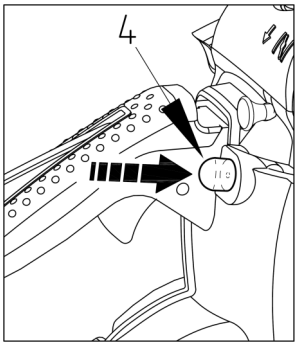

Рис. 6.3
5. Нажмите на грушу для предварительной подкачки топлива (рис.6.3 поз. 4) до тех пор, пока топливо не поступит в грушу.
9. Дайте двигателю прогреться при слегка вытянутой рукоятке дросселя (рис. 6.3 поз. 4).